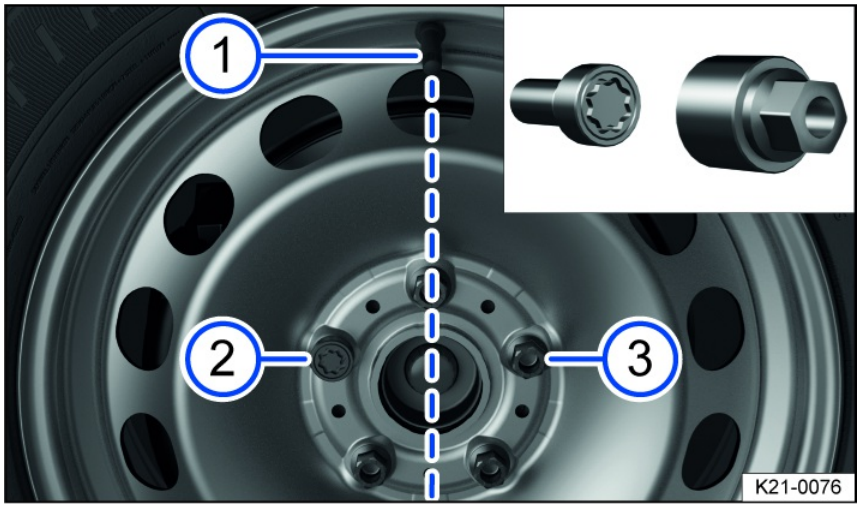

Fig. 156 Changing a tire: tire valve (1) and locations of the anti-theft wheel bolt (2) or (3).
On wheels with full wheel covers, the anti-theft wheel bolt must be fitted in position *fig. 156* (2) or (3), based on the position of the tire valve (1). Otherwise, it will not be possible to install the full wheel cover.